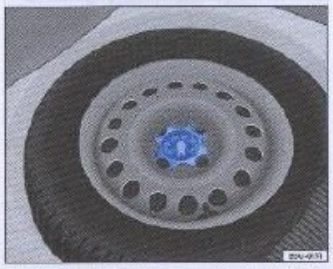

Fig. 124 Rueda de auxilio y acceso a la caja de herramientas
– Suelte y retire totalmente la manija en el centro de la rueda de auxilio ⇒ fig. 124, girándola en el sentido antihorario.
– Suelte y retire totalmente la manija en el centro de la rueda de auxilio ⇒ página 194, fig. 124, girándola en el sentido antihorario.